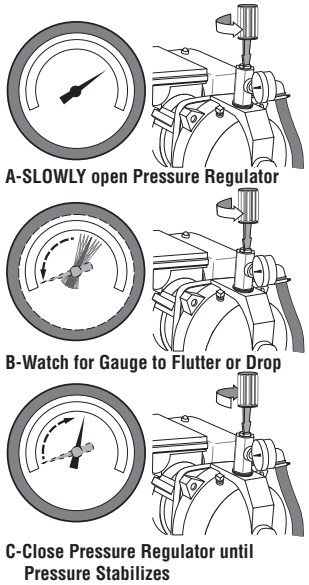

Figure 12 - Set Control Valve
5. When pressure has built up and stabilized at about 50 PSI, slowly open the control valve (see Figure 12) and let the pressure drop until the pressure gauge needle starts to flutter or drops to 0. When the needle flutters or drops, close the valve just enough to stop the flutter or bring the needle back to a stable pressure (see Figure 12). Your pump is now operating at its most efficient point.